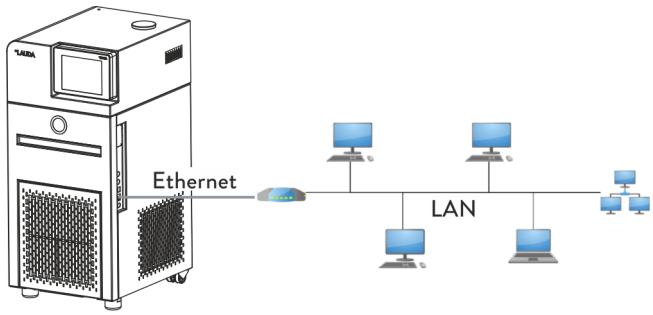
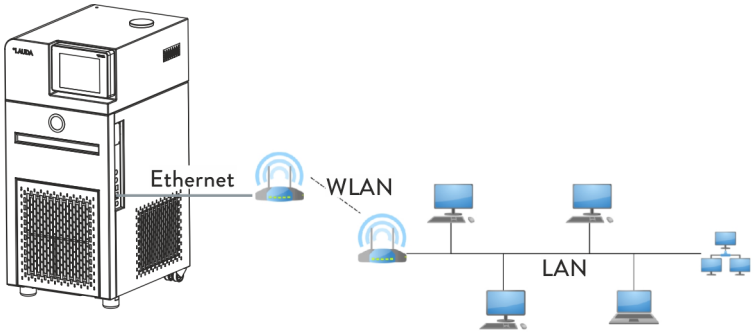
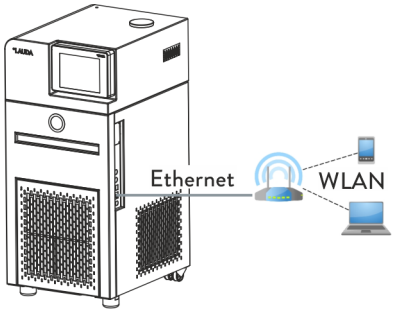

Fig. 11: Connexion par réseau local
Fig. 12: Connexion par réseau local et WiFi
Fig. 13: Connexion par WiFi
La Fig. 11 représente la connexion de l'appareil de thermorégulation à un pupitre de commande/PC par un réseau local.
La Fig. 12 représente la connexion par WiFi de l'appareil de thermorégulation LAUDA à un réseau local équipé d'un pupitre de commande/PC. Dans ce cas, l'appareil de thermorégulation est raccordé à un routeur WiFi à l'aide d'un câble Ethernet classique. Le routeur doit être configuré de façon à établir une connexion avec un réseau local par l'intermédiaire d'un autre routeur WiFi. Une connexion de ce genre est appelée pont WiFi. La configuration du routeur WiFi est décrite dans le mode d'emploi du routeur concerné.
La Fig. 13 représente une connexion WiFi directe entre le pupitre de commande/PC et l'appareil de thermorégulation LAUDA. Le routeur WiFi doit alors être configuré en tant que point d'accès. La configuration du routeur WiFi est décrite dans le mode d'emploi du routeur.
- Pour les connexions telles que représentées sur Fig. 12 et Fig. 13, il est possible de recourir à des routeurs WiFi de modèle courant. Ceux-ci doivent présenter la fonction de connexion requise et répondre aux exigences du pays dans lequel ils sont exploités. Pour la structure telle que représentée sur Fig. 12, LAUDA recommande toutefois d'utiliser un routeur WiFi industriel.
17. Connecter l'interface Ethernet de l'appareil de thermorégulation tel qu'illustré sur les Fig. 11 à Fig. 13. Utiliser un câble Ethernet classique (cordon de raccordement).
8. Connecter l'interface Ethernet de l'appareil de thermorégulation tel qu'illustré sur les Fig. 11 à Fig. 13. Utiliser un câble Ethernet classique (cordon de raccordement).